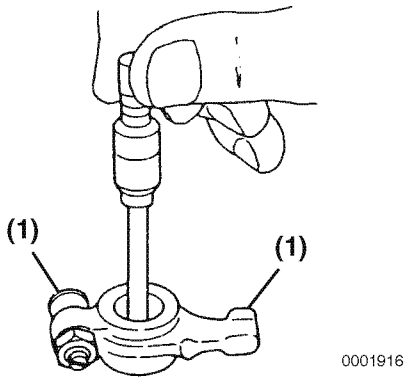

Figure 6-52
1. Use a telescoping gauge and micrometer to determine if the inside diameter of all the rocker arm support brackets and the rocker arms **(Figure 6-52)** are within the specified limits. *See Rocker Arm and Shaft on page 6-9 for the service limit.*
2. Inspect the contact areas **(Figure 6-52, (1))** for excessive wear or damage.